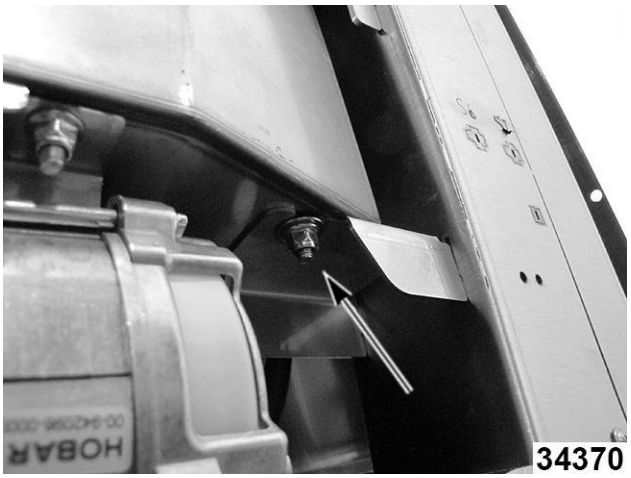

Fig. 106
8. Afloje la contratuerca del tanque del sobrecalentador en la parte inferior posterior. Fig. 106